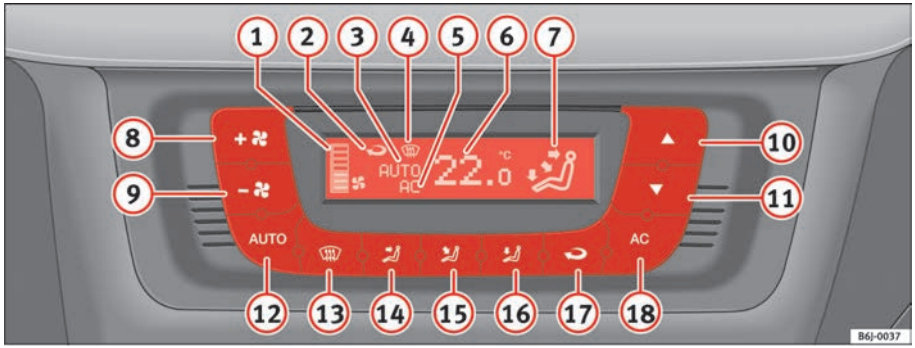

Fig. 90 Climatronic controls on the instrument panel
– Turn the temperature selector ⇒ page 123, fig. 90 (10) to adjust the desired temperature.
(1) Blower level indicator.
(2) Air recirculation display:
(3) Display **AUTO** (Automatic operation)
(4) Demisting indicator
(5) AC indicator (Cooling connected)
(6) Interior temperature indicator selected
(7) Air flow direction indicator
(8) Fan speed increase
(9) Fan speed decrease
– Press the button AUTO. The indication ⇒ page 123, fig. 90 (7) is visible.
– Press one of the buttons ⇒ page 123, fig. 90 (14) to (16) or press the blower control (8) and (9) down. The indicator is switched off (3).
The blower can be adjusted with (8) and (9) ⇒ page 123, fig. 90 buttons. If the blower is off (level (1) is not shown on the screen) and button (9) is kept pressed down, the Climatronic switches off. Then **OFF** is displayed on the screen.
– Press the button to switch air recirculation mode on or off. This is ON if the symbol ⇒ page 123, fig. 90 is displayed on the screen.